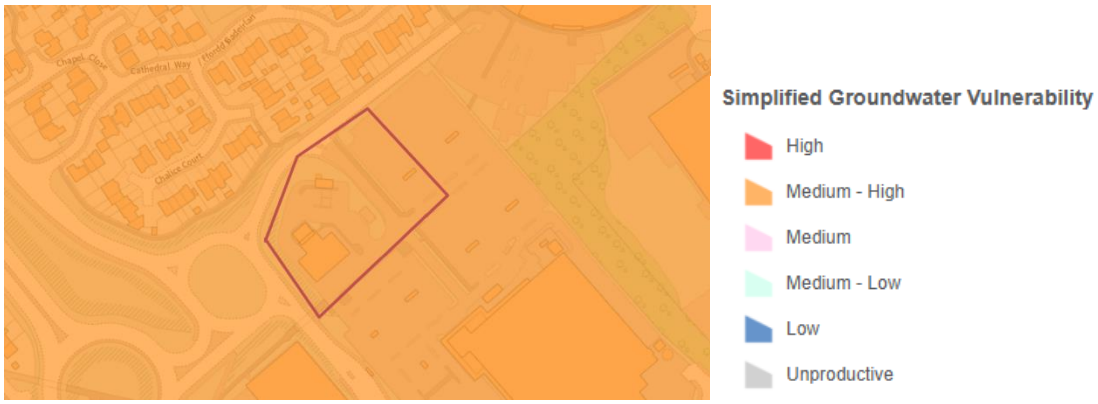

Fig. 5
5.6 According to Natural Resources Wales mapping, the site is located within an area of medium-high groundwater vulnerability. (Secondary A aquifers superficial and bedrock), see the simplified groundwater vulnerability map extract Fig. 5 below.